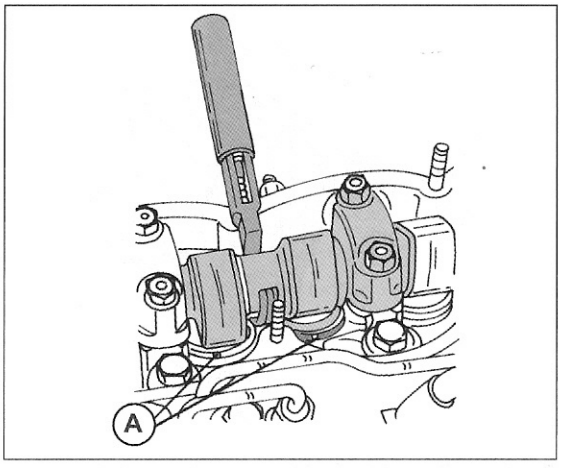

Bild 91
- Die Kurbelwelle durchdrehen, bis die Nocken des betreffenden Ventilpaares die in Bild 91 gezeigte Stellung eingenommen haben. Mit einem kleinen Schraubendreher die Einstellscheibe verdrehen, bis die kleine Nut in jeder Scheibe in der im Bild gezeigten Lage steht (auf der Auslassseite des Motors).